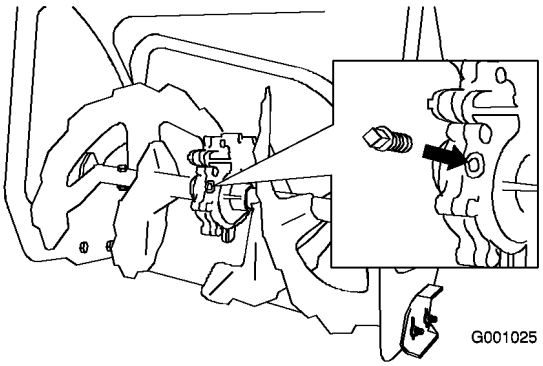

Figura 42
2. Pulite l'area circostante il tappo del tubo (Figura 42).